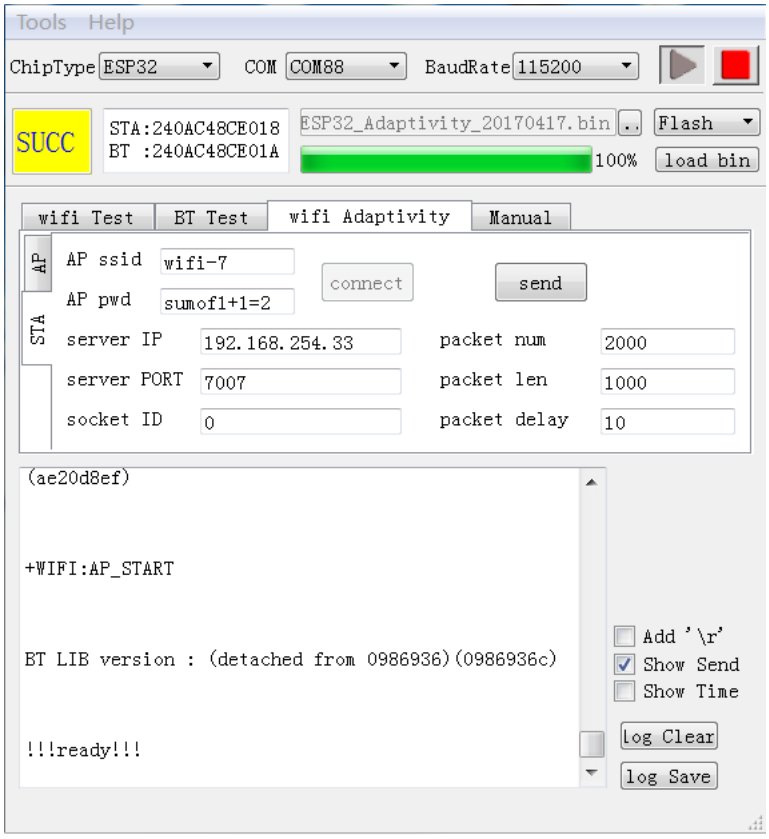

图 7-1. STA 自适应测试模式
- 选定 ***“wifi Adaptivity”***，针对产品作为 station，选择的界面如图 7-1。